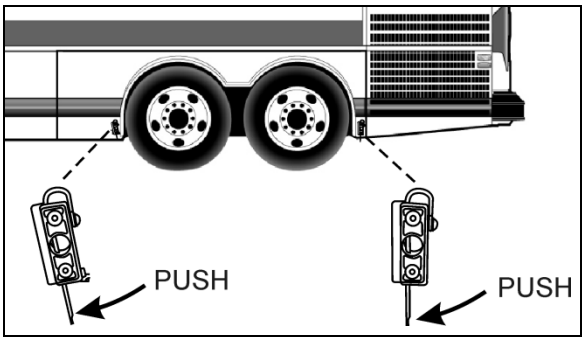

FIGURE 50: LEFT REAR FENDER
1. To adjust the position, the door must be free to move without any restriction. For this reason, remove pin E and strike plate C (Figure 50).